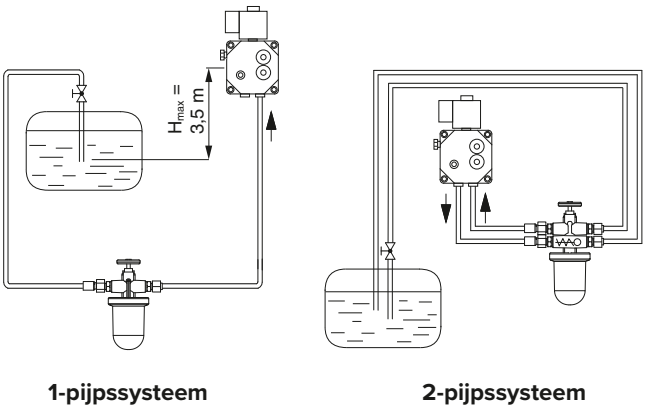

Afbeelding 12
2.8. Afmetingen olieleiding (see. fig. 12)